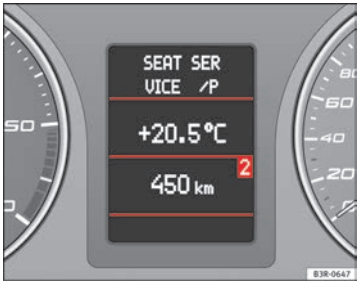

Fig. 65 Driver information system
- Press the MODE button (B) repeatedly to switch between modes, which are then displayed in the driver information system ⇒ Fig. 65.
- Scroll and press the left thumbwheel (A) to select a function from one of the menus.
- The speech control system* for the on-board phone system is enabled by pressing the talk button (C). Pressing the talk button again disables speed control*.
- Scroll the right thumbwheel (D) up/down to increase/decrease the volume. ■